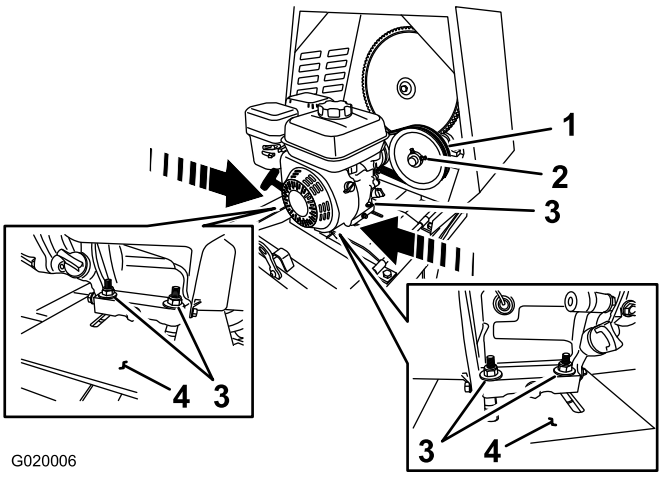

Figure 71
B. Loosen the nuts and bolts that secure the engine to the engine deck (Figure 71).
- **Increase the air gap**—move the engine **away** from the idler pulley (Figure 71).
- **Decrease the air gap**—move the engine **toward** the idler pulley (Figure 71).